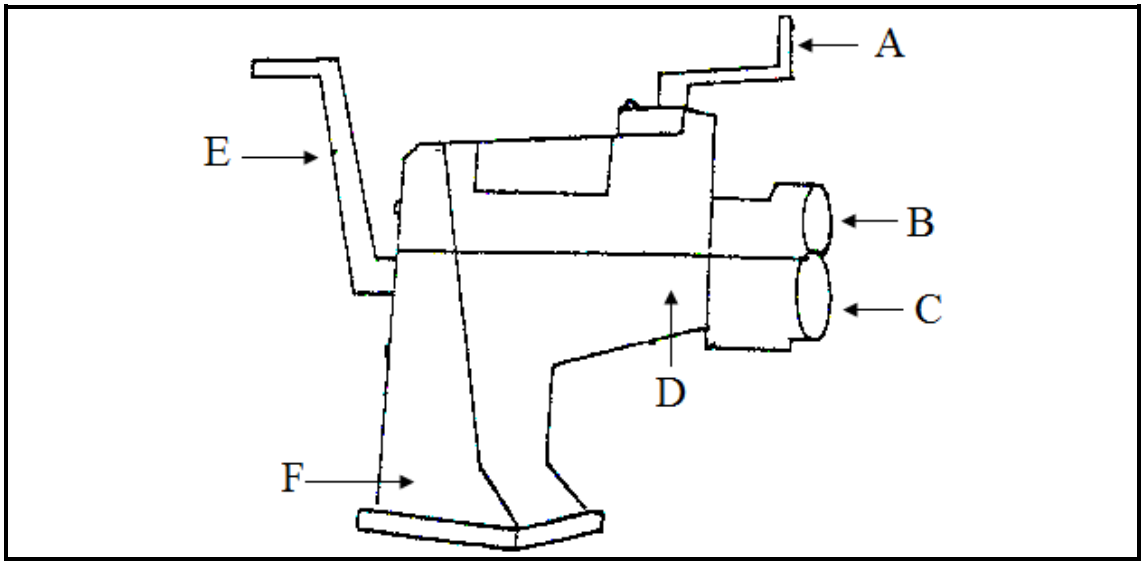

FIGUUR 1
1.1 FIGUUR 1 toon 'n saalloopkraan ('swage jenny').